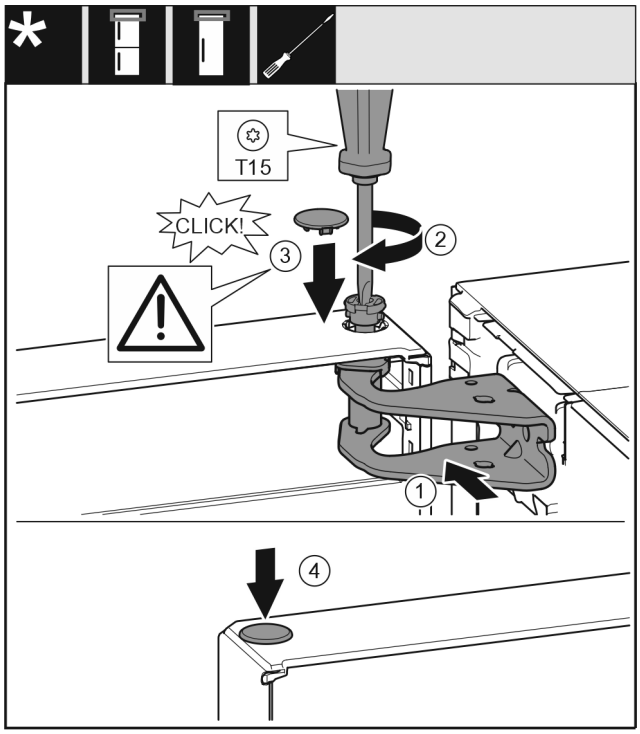

Fig. 24
- ▶ Align the top of the door with opening in the bearing bracket. *Fig. 24 (1)*
- ▶ Insert the bolt and tighten with a T15 screwdriver. *Fig. 24 (2)*
▶ Fit the protective cover to protect the door: Insert the protective cover and check that it is flush to the door. If not, insert the bolt fully. *Fig. 24 (3)*
▶ Insert the plugs. *Fig. 24 (4)*